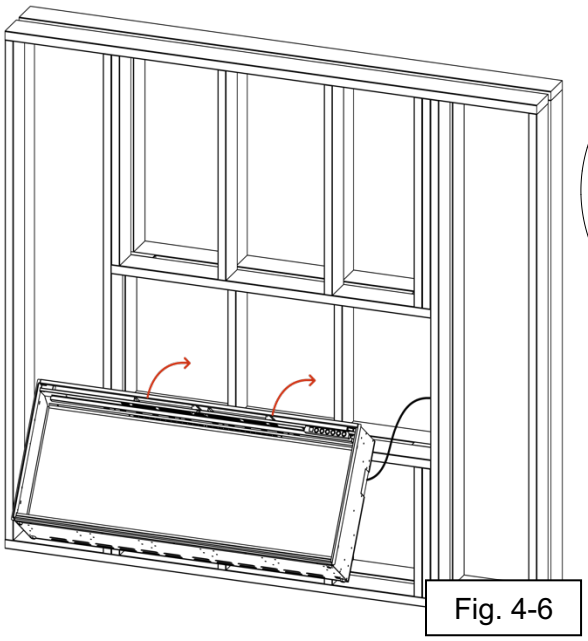
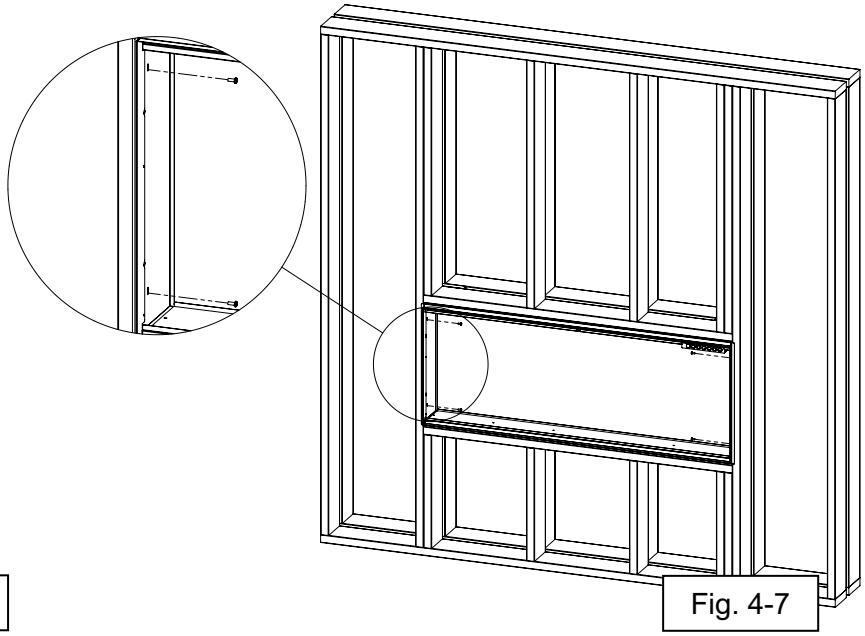

Fig. 4-6
Fig. 4-7
- Insert the appliance in the opening (See “Rough Opening Framing Dimensions”) (Fig. 4-6) and then secure it by installing 4 screws (A) into the slots on the inside of the fireplace (Fig. 4-7).